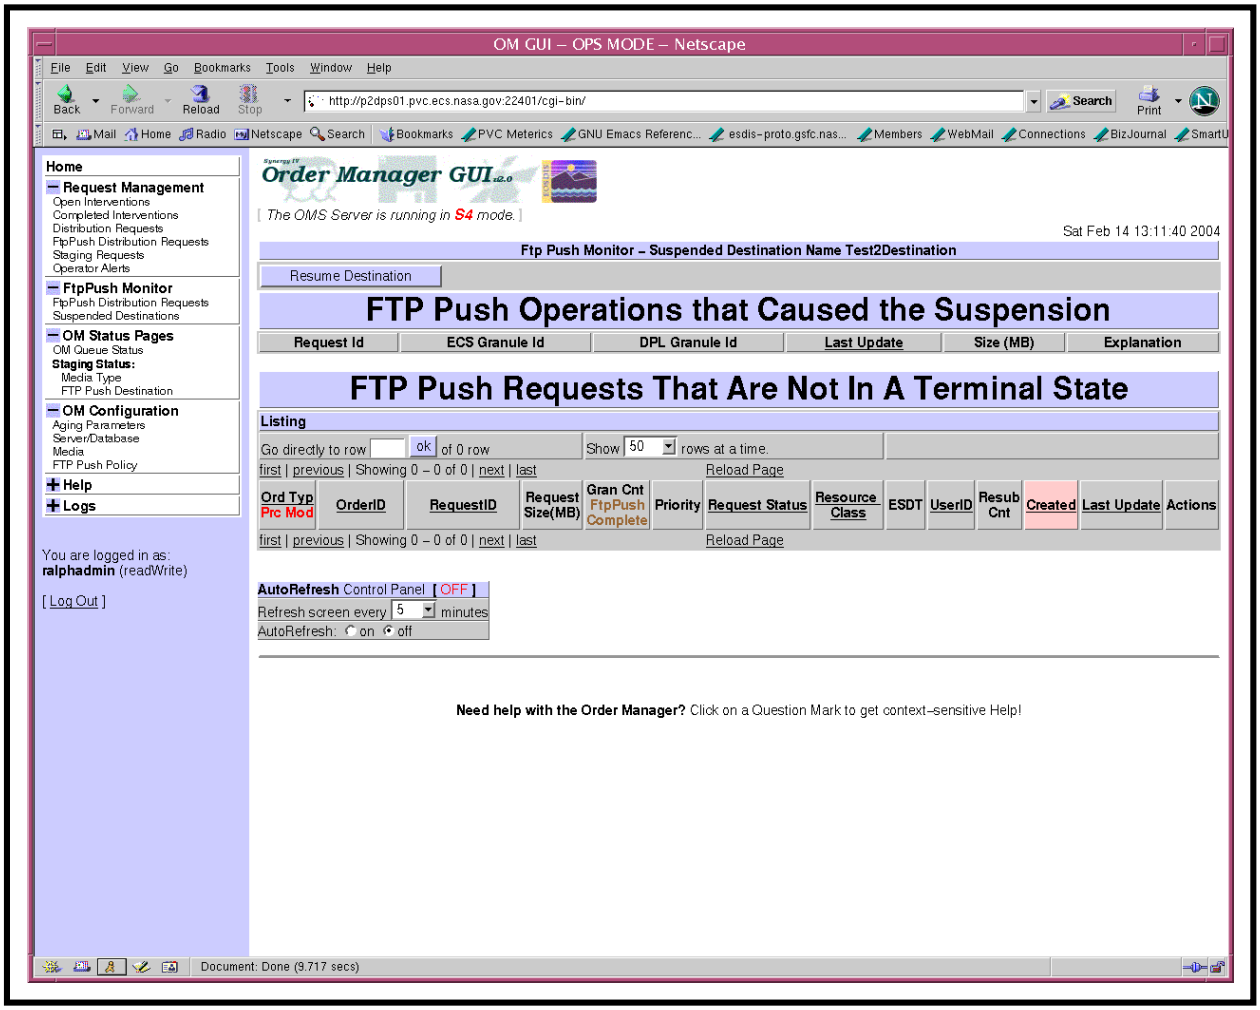
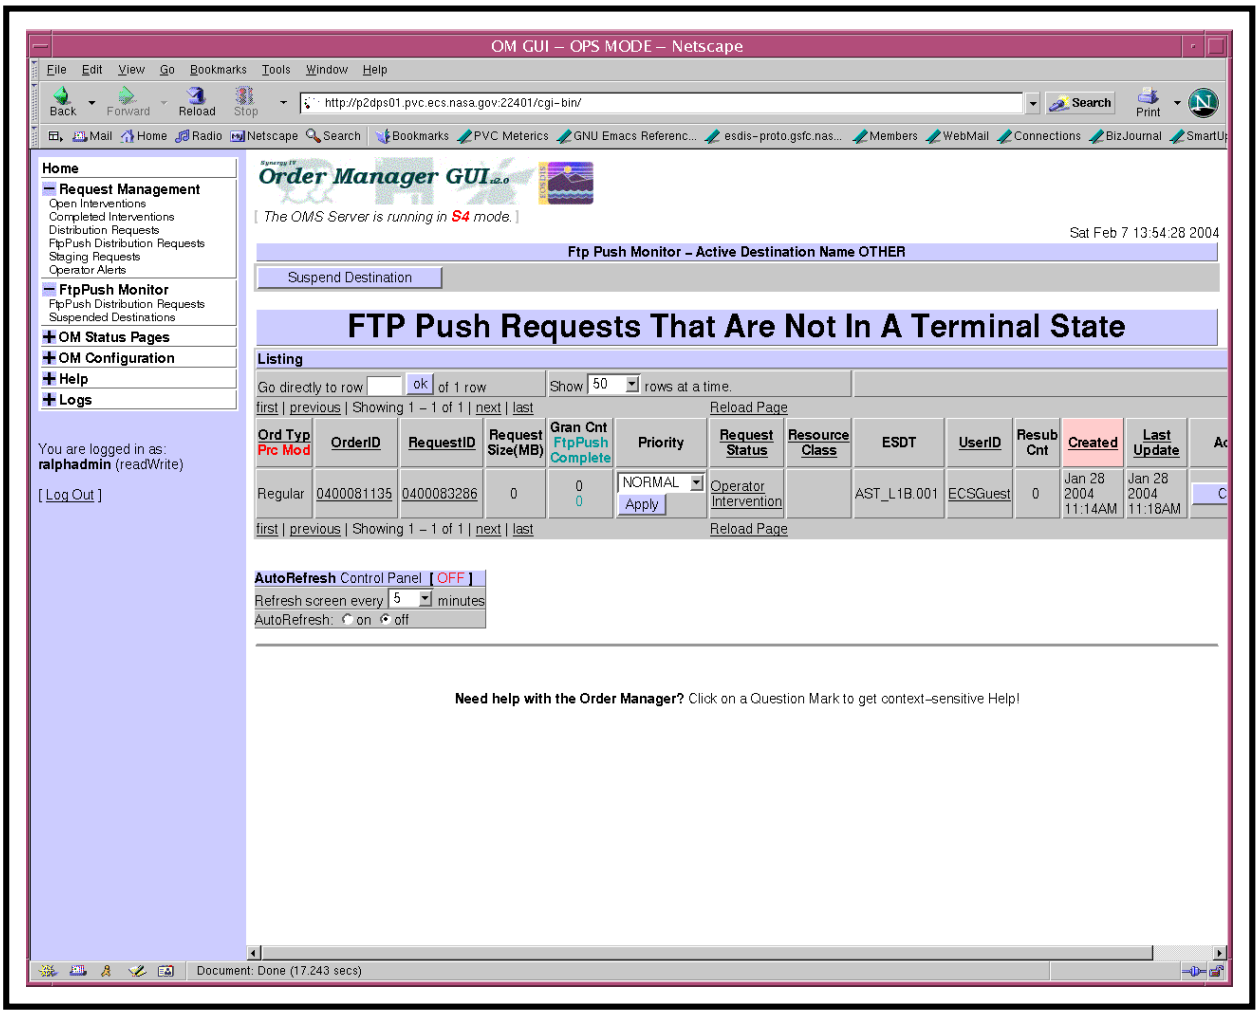

Figure 36. Destination Details Page (Ftp Push Monitor – Suspended Destination Name Test2Destination)
Figure 37. Destination Details Page (Ftp Push Monitor – Active Destination Name OTHER)
The **Priority** column in the **Distribution Requests** table of the **Distribution Requests** page (Figure 31), **Staging Distribution Requests** page (Figure 32), the **FtpPush Distribution Requests** page (Figure 33) or the **Destination Details** page (Figure 36 or Figure 37) on the **OM GUI** allows the full-capability operator to change the priority of distribution requests that are in a state that allows the priority to be changed. The **Priority** line of the **Distribution Request Details** page (Figure 34) provides the full-capability operator with an alternative means of changing the priority of the particular distribution request.
- The **Distribution Requests** page (Figure 31), **Staging Distribution Requests** page (Figure 32), the **FtpPush Distribution Requests** page (Figure 33), or the **Destination Details** page (Figure 36 or Figure 37) is being displayed on the **OM GUI**.
The **Action** column in the **Distribution Requests** table of the **Distribution Requests** page (Figure 31), **Staging Distribution Requests** page (Figure 32), the **FtpPush Distribution Requests** page (Figure 33), or the **Destination Details** page (Figure 36 or Figure 37) on the **OM GUI** provides the full-capability operator with a means of taking the following kinds of actions with respect to distribution requests:
- The initial page [i.e., the **Distribution Requests** page (Figure 31), **Staging Distribution Requests** page (Figure 32), the **FtpPush Distribution Requests** page (Figure 33), or the **Destination Details** page (Figure 36 or Figure 37)] is displayed.